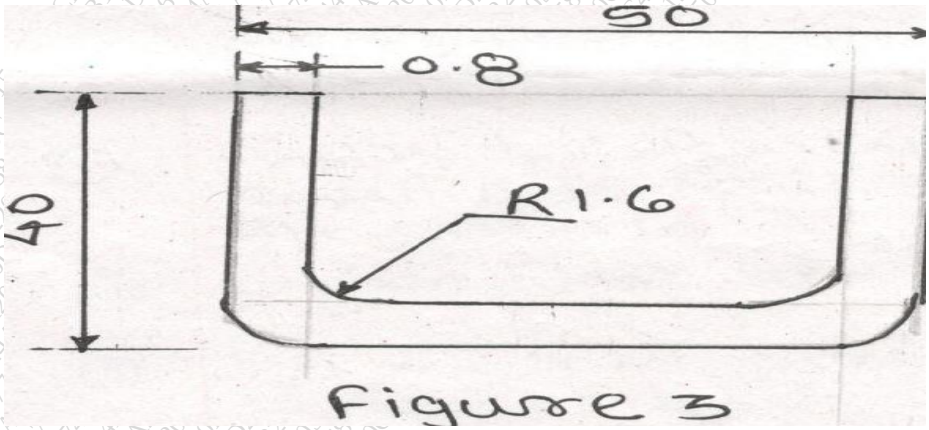

Figure 3
b) Figure 3 shows a symmetrical cup warkpiece with a shell height of 40mm and shell diameter of 50mm the corner radius is 1.6mm, the warkpiece material is 1020 cold rolled steel with 0.8mm thickness and tensile strength 315N/mm^2 calculate 16